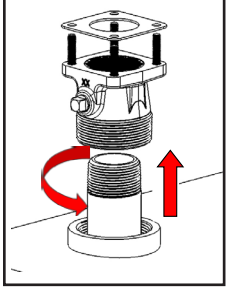

Figura 2
2. Atornille el adaptador del tanque (con la tubería de succión) en el tapón del tanque; selle las roscas para impermeabilizarlas con un sellador de roscas apropiado (Figura 2).